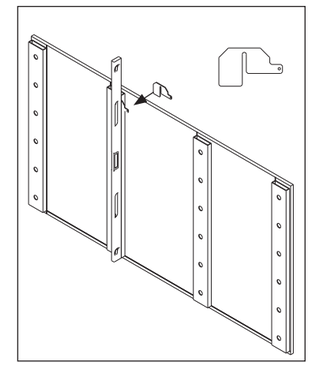

Figure 6: *Use Shims between Tube & Wall until Tube Is Plumb*
- **b.** Place the supplied shims to shim between the tube and wall until the tube is plumb. Two thin shims equal one thick shim. Use one thick shim in place of two thin shims to prevent running out of thin shims before the tubes are level. Refer to **Figure 6**.